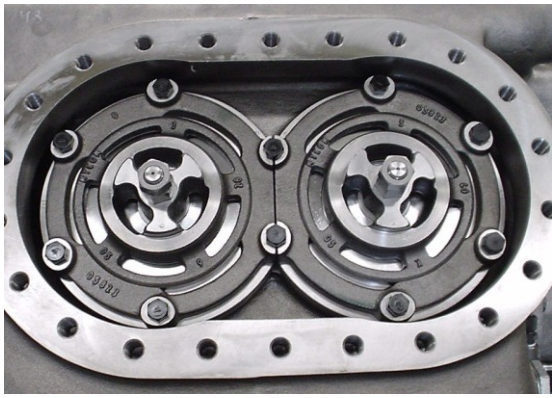

Fig. 5-108 Assembly of the Discharge Valve ASSY
1. With the normal operation of the discharge valve assured, insert the discharge valve ASSY into the discharge valve cage guide corresponding to the cylinder number stamped on the piston (see Fig. 5-108).